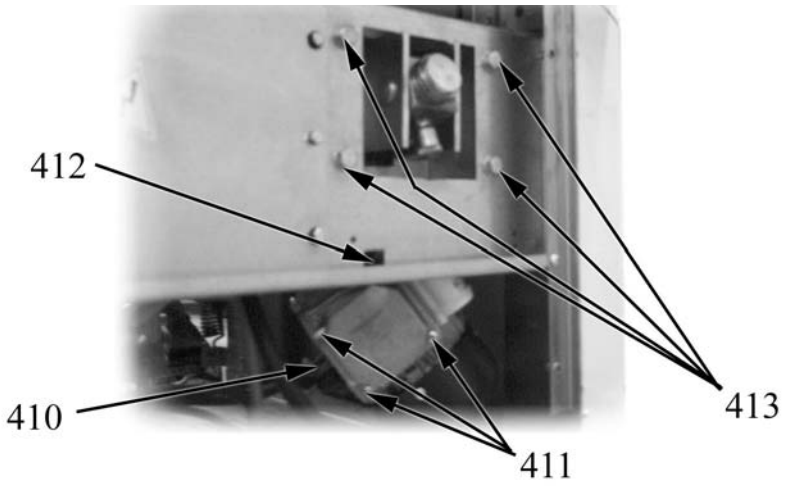

Fig. 41
- with the pan fully lowered, unscrew the screws shown as item 411 in Fig. 41;
- access the screw shown as item 412 in Fig. 41 through the hole especially provided and unscrew it;
- unscrew the bolts (item 413 in Fig. 41) located on the front side of the appliance;